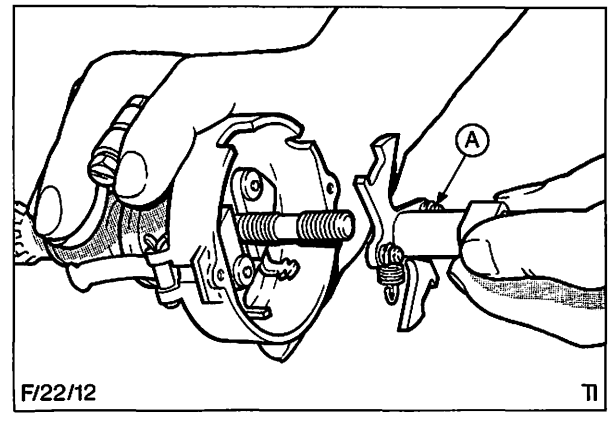

Abb. 54 Einsetzen der Nockenwelle
13. Oberen Teil der Verteilerwelle mit Lithiumfett gemäß Spezifikation ESF-M1-C74-1 einfetten (Einschnitt ganz vollstreichen). Nockenwelle mit Nocken und Verstellerplatte aufsetzen, mit Federklammer sichern. Zapfen der Federklammer entgegengesetzt zum Schlitz für Verteilerläufer anordnen, Abb. 54.